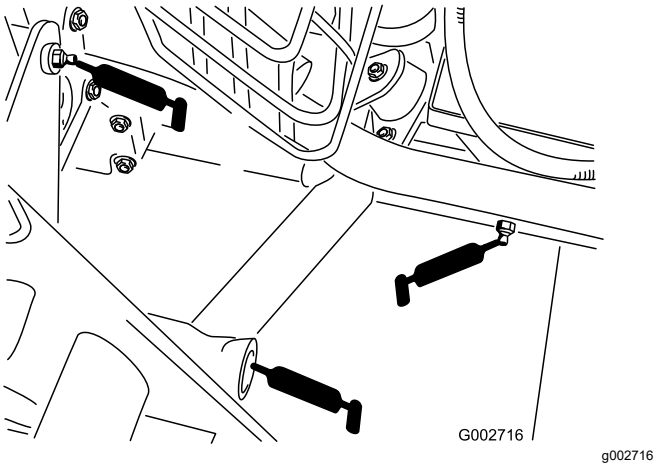

Figur 21
- Fem lager för den bakre dragkroken (Figur 21).